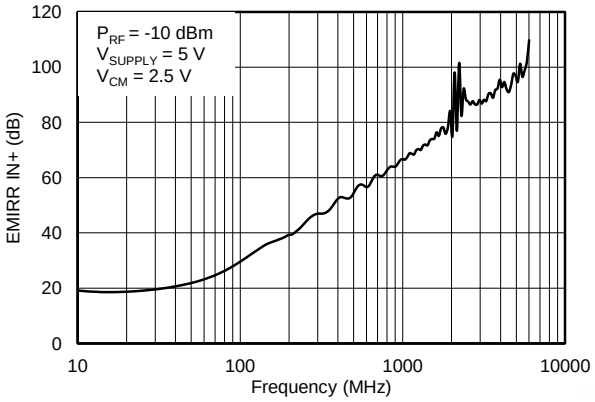

Figure 18. EMIRR IN+ 与频率间的关系
EMIRR IN+ 与频率间的关系	Figure 18
德州仪器 (TI) 已经开发出在 10MHz 至 6GHz 宽频谱范围内准确测量和量化运算放大器抗扰度的功能。EMI 抑制比 (EMIRR) 度量可实现运算放大器与 EMI 抗扰度的直接比较。Figure 18显示了对 TLV600x 系列执行此测试的结果。详细信息参见*运算放大器的 EMI 抑制比* (SBOA128)，下载地址为 www.ti.com。